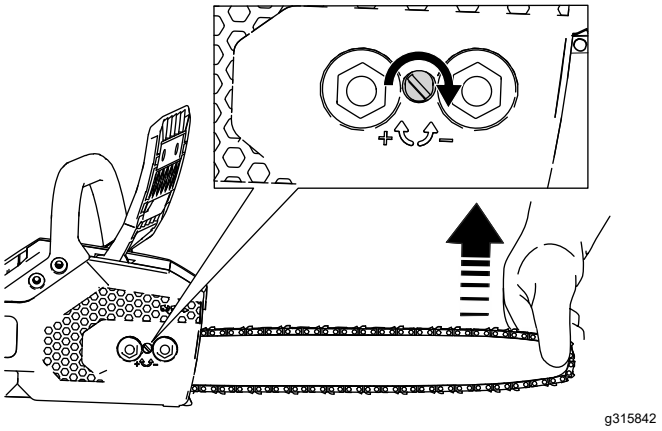

Figura 29
6. Levante la punta de la espada (Figura 29).
- **Para apretar la cadena,** gire el tensor de la cadena en sentido horario (Figura 29).